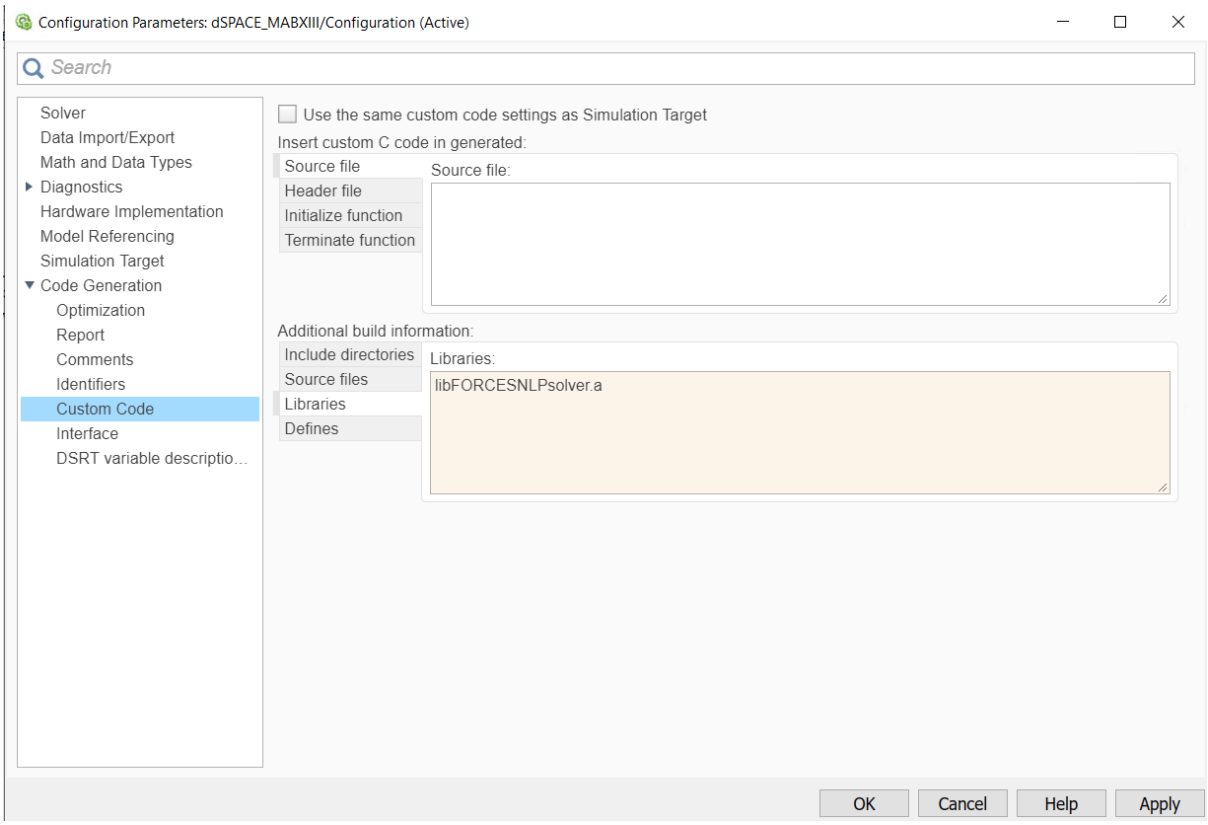

Figure 10.41: Add the libraries used for the code generation.
12) In the "Code Generation/Custom Code" tab, add the library files (see Figure 10.41):